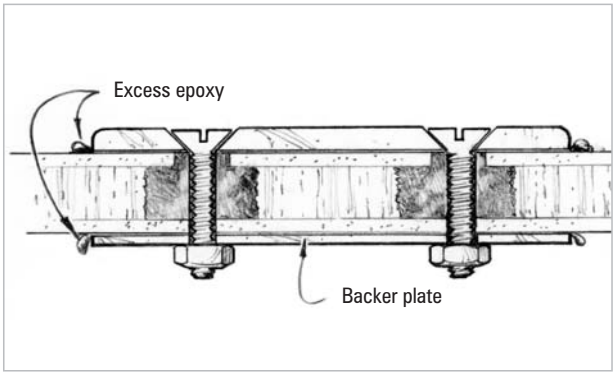

Figure 7-4 *Tighten the nuts until epoxy begins to squeeze from the sides of hardware item and backing plate.*
10. Place the backing plate over the bolts in position against the inner side of the panel. Tighten the nuts until epoxy begins to squeeze from the sides of the hardware item and backing plate *(Figure 7-4)*. Do not over-tighten the fasteners. Clean away any squeezed out epoxy mixture with a chisel-shaped mixing stick and remove the masking before the epoxy begins to gel. Allow the epoxy to cure at least 24 hours before applying load to the hardware. Allow more time in cool weather. Tighten the nuts completely after the epoxy cures thoroughly.